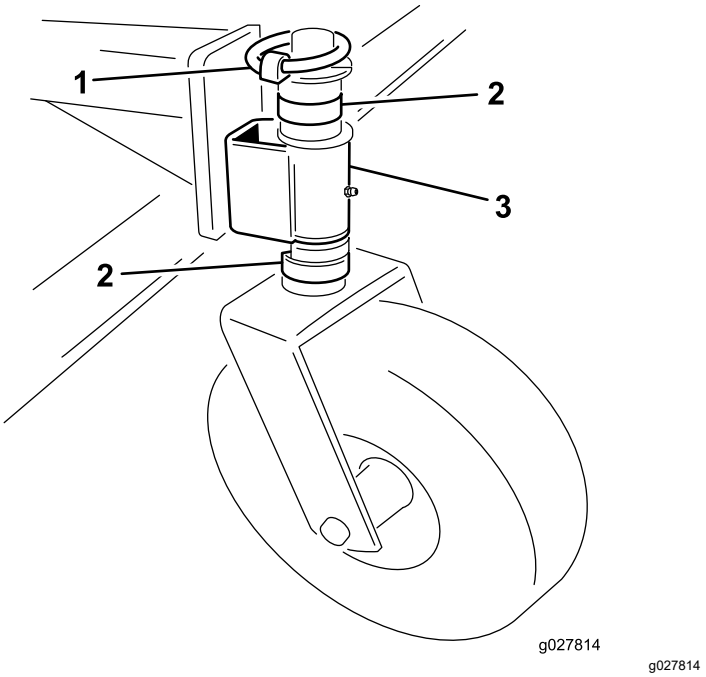

Figura 6
1. Retire o passador de forquilha do eixo (Figura 6).